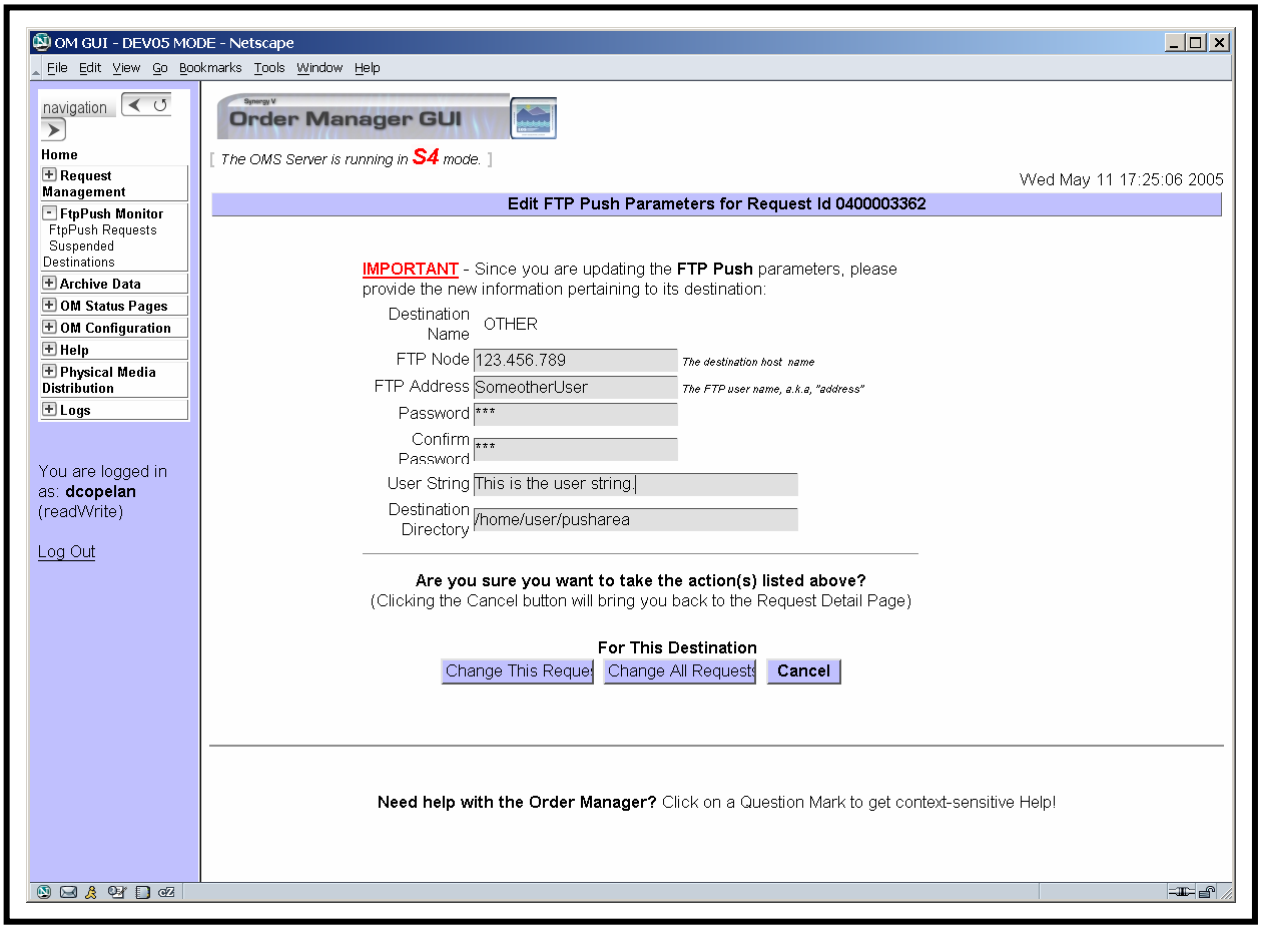

Figure 39. Edit FtpPush Parameters Page
- The **Edit FtpPush Parameters** page (Figure 39) is displayed.